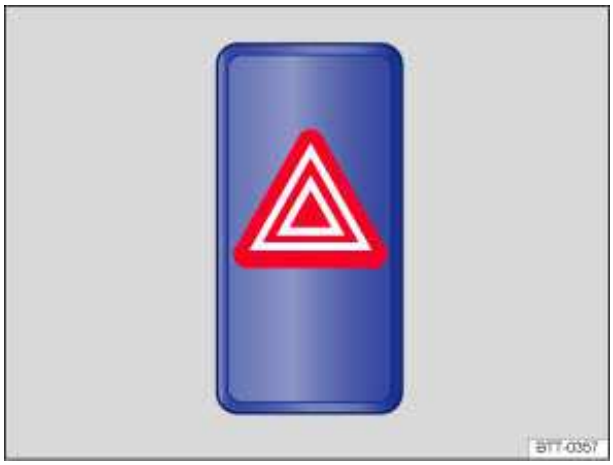

Fig. 172 In the center of the instrument panel: Switch for emergency flashers.
2. Switch on emergency flashers by pressing the ⚠ switch ⇒ fig. 172.